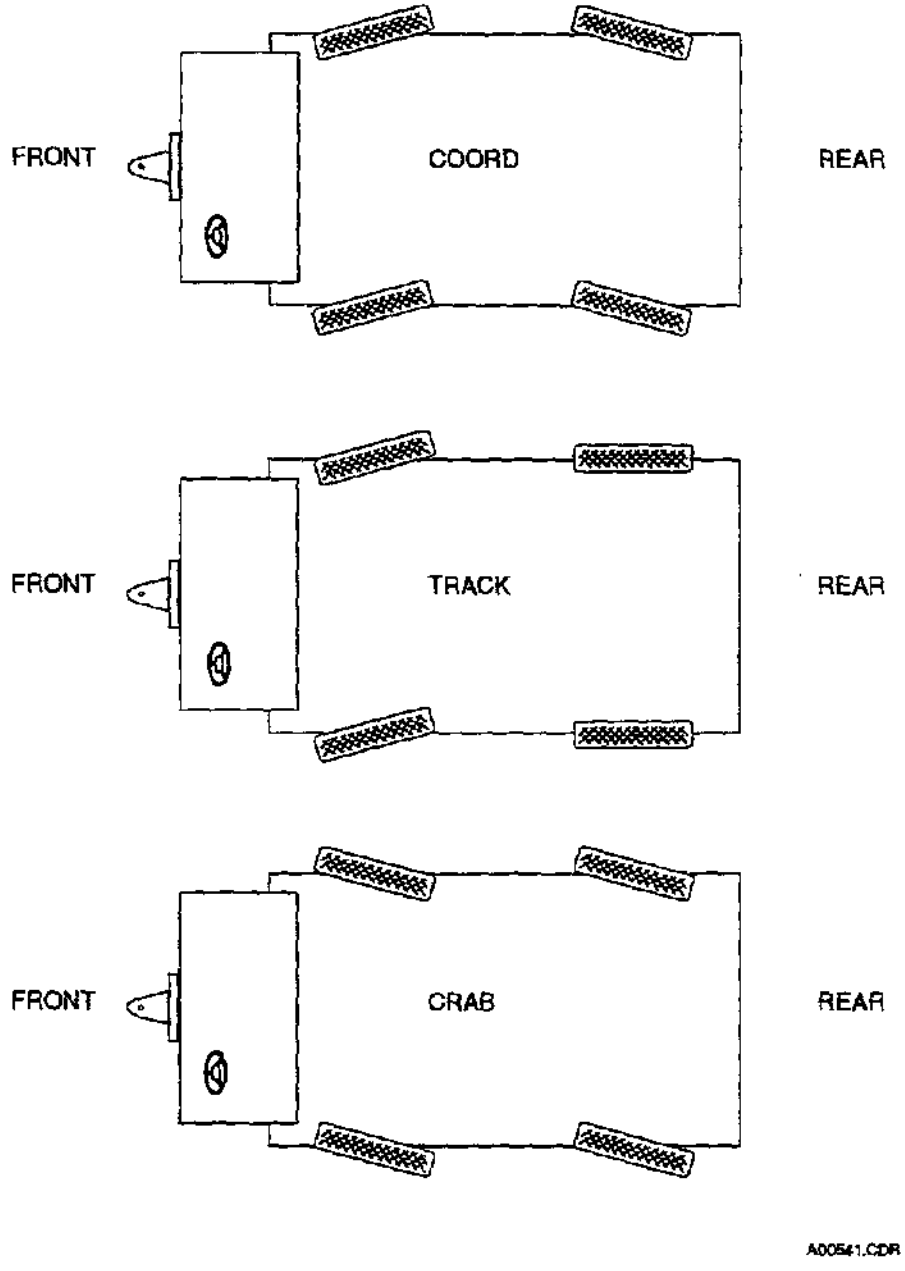

FIGURE 6.1 STEERING MODES
1.1.2 Steering Options. These optional modes allow additional maneuverability for operation in confined areas and for aircraft towing and parking (Figure 6.1).